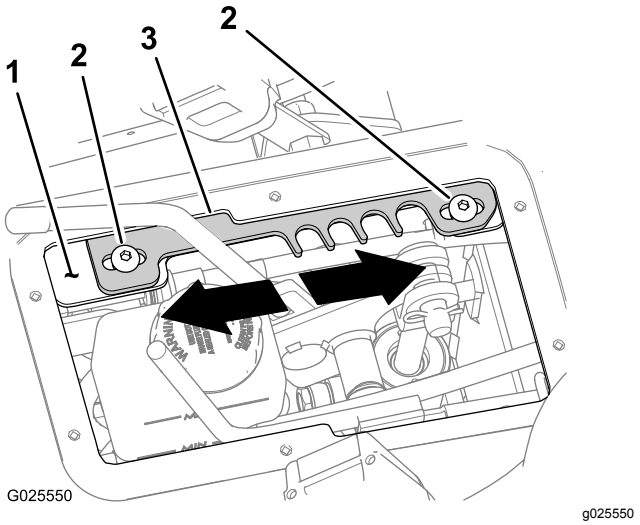

Figur 62
4. Flyt hastighedsomskifteren til positionen **T** (TRANSPORT) (Figur 62).
5. Løsn de to skruer med unbrakokærv (5/16" x ¾"), der fastgør låsepladen til grebets støttebeslag (Figur 62).
- Flyt låsepladen **fremad** for at øge den maksimale kørselshastighedsgrænse (Figur 62).
- Flyt låsepladen **bagud** for at mindske den maksimale kørselshastighedsgrænse (Figur 62).